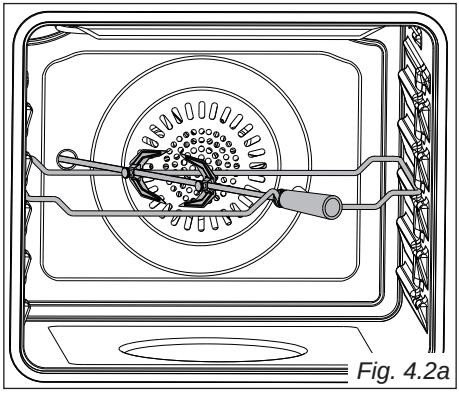

*Fig. 4.2a*
## USE OF THE ROTISSERIE (fig.4.2a, 4.2b)
- Insert the baking tray into the lowest rack holders of the oven and insert the rod support into the intermediate rack holders (fig. 4.2a, 4.2b).
- Insert the rod into the motor opening (fig. 4.2a, 4.2b). It is correctly fitted only if the rod does not turn when inserted. It will then rotate only when the spit motor is operating (check the right rotation of the rod).
- Rest the rod onto the support of the spit collar (fig. 4.2a, 4.2b); then remove the grip by turning it to the left.